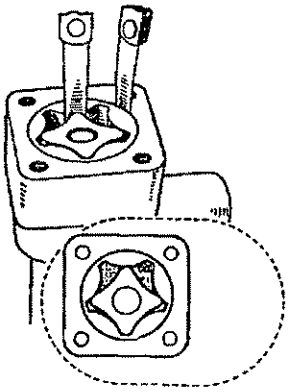
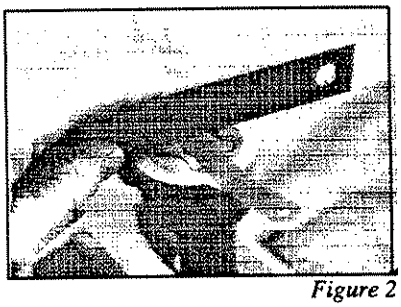

Figure 1
Figure 2
2. A ball and spring check valve is located inside the capillary tube fitting to prevent draining the oil gallery when the engine is off (Fig. 1). This also is in series with the timing chain lubrication system and must not be sludged.
Now that the engine bearings and relief valve all have been renovated properly, let's get into the oil pump. The pump wears out in two areas: 1) the rotor tips and outer rotors, as shown in Figure 1, the rotor and housing, causing excessive end play (Figure 2).
There are no remedies commonly available to the owner for worn rotors. However, we do have a way for everyone to eliminate rotor end play, which is the area needing the most attention. As the pump is used, the rotor will wear out the inside of the housing, allowing more than the acceptable amount of 0.001" to 0.003" end play (see Figure 2 for measurement). Since the excessive gap is really between the housing and rotor, it is a simple matter of removing material from the housing in order to bring the gap back into specification.